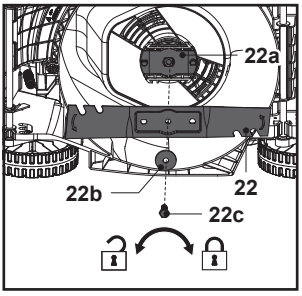

**Fig. 21**
5. Înlocuiește cuțitul (22) cu unul nou de același tip. Verifică mai întâi starea suportului cuțitului (22a) pe ax, apoi fixează cuțitul (22) pe suport (22a) aliniindu-l cu modelele de pe suport, fixează ansamblul cu șaiba plată (22b) și șurubul de montare (22c) și strânge cu mâna.
6. Ține bine cuțitul (22) cu o mână protejată cu mănușă rezistentă și/sau cu un băț, strânge șurubul de montare (22c) în sens orar la min. 25 Nm, max. 30 Nm pentru funcționarea în siguranță a produsului (fig. 21).